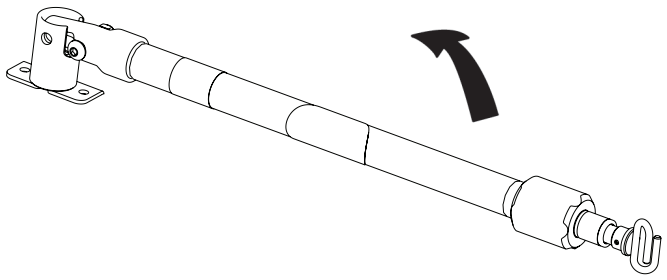

Abbildung 61
1. Ständer aus der Stauposition anheben, schwenken und dann nach unten drücken, bis er in der Eckfassung (A) einrastet.
2. Zur Verlängerung des Ständers den Sperrring (B) im Gegenuhrzeigersinn drehen und den ausziehbaren Abschnitt (C) des Ständers auf die gewünschte Höhe hochziehen.
3. Zur Fixierung des ausziehbaren Abschnitts den Sperrring (B) im Uhrzeigersinn drehen.
4. Die Infusionsbeutel an den Infusionshaken (D) hängen.
5. Den Sperrring (B) im Gegenuhrzeigersinn drehen und Abschnitt (C) in das unterste Rohr schieben.
6. Zum Festziehen des ausziehbaren Abschnitts den Sperrring (B) im Uhrzeigersinn drehen.
7. Den Ständer anheben und in die Stauposition hinunter schwenken (siehe Abbildung 61).